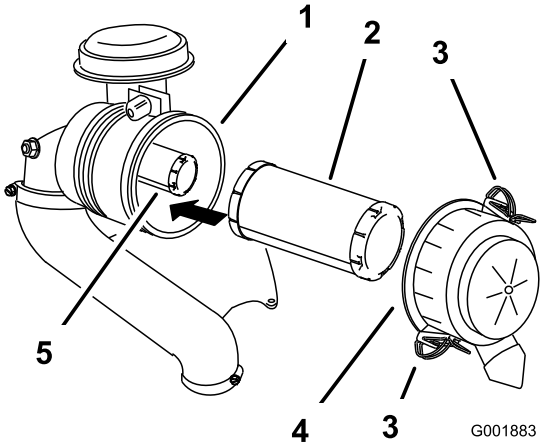

Figuur 37
4. Maak de sluitingen op het luchtfilter los en trek het luchtfilterdeksel van de luchtfilterbehuizing (Figuur 37).
6. Schuif het voorfilter voorzichtig uit de luchtfilterbehuizing (Figuur 37).
2. Als het binnenste filter vervangen wordt, schuif het dan voorzichtig in de filterbehuizing (Figuur 37).
3. Schuif het voorfilter voorzichtig over het binnenste filter (Figuur 37).
4. Monteer het luchtfilterdeksel en vergrendel dit (Figuur 37).